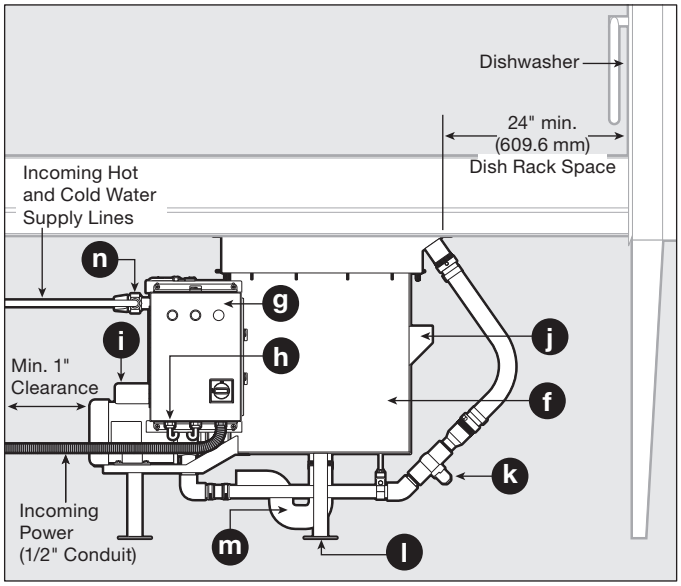
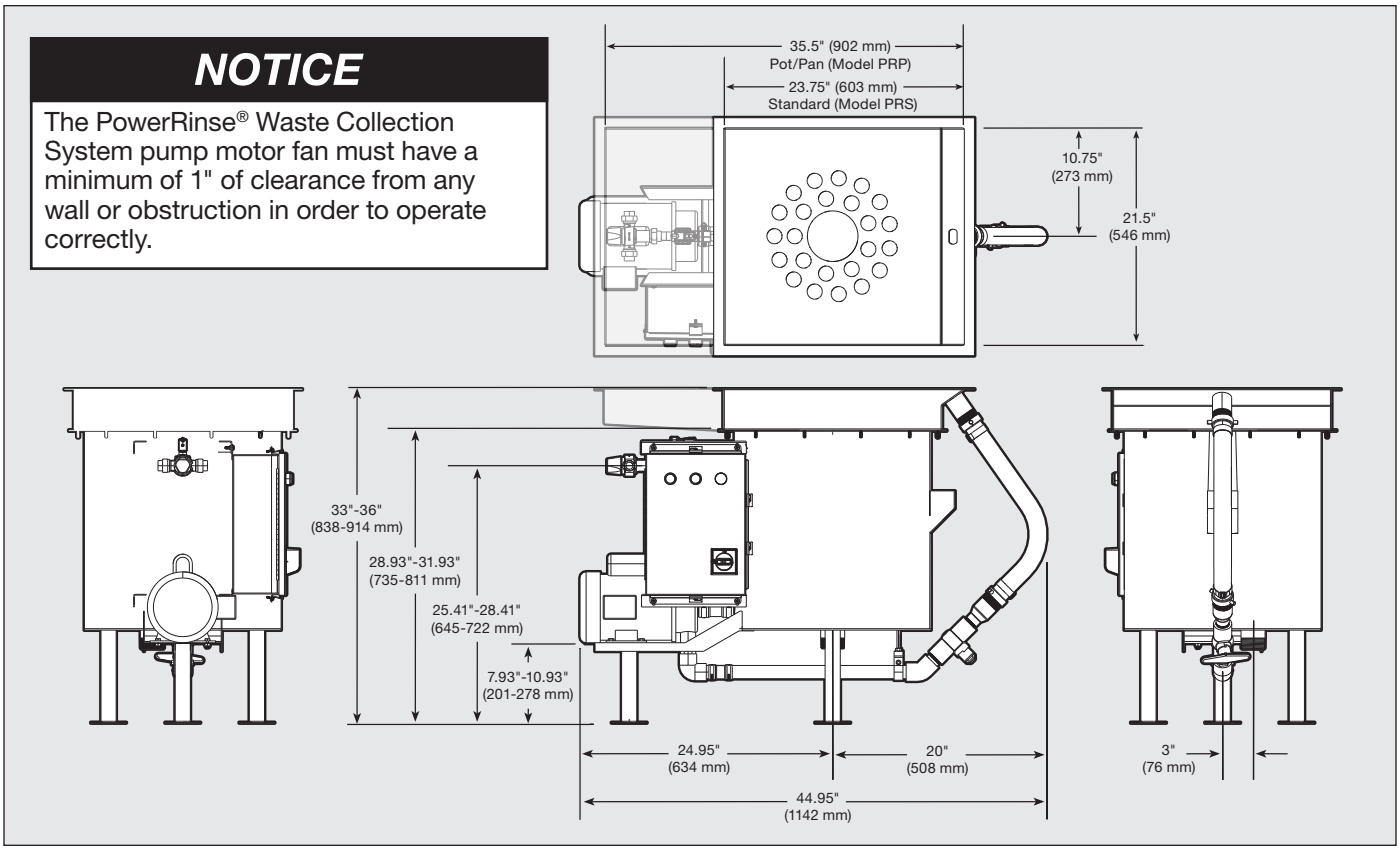

Figure 4. Typical Installation
Figure 5. PowerRinse® Waste Collection System Dimensions
The PowerRinse Waste Collection System is CUL® US Listed when installed in conjunction with InSinkErator pumps and controls, and per the installation instructions in this Installation, Care, and Use Manual (see Figure 4 for typical installation).
e. Waste Collector Base Assembly (see Figure 4)
Figure 4 illustrates the typical installation of the PowerRinse® Waste Collection System. For a complete list of system components refer to the System Components list located to the left of Figure 4. See Figure 5 on next page for system dimensions.